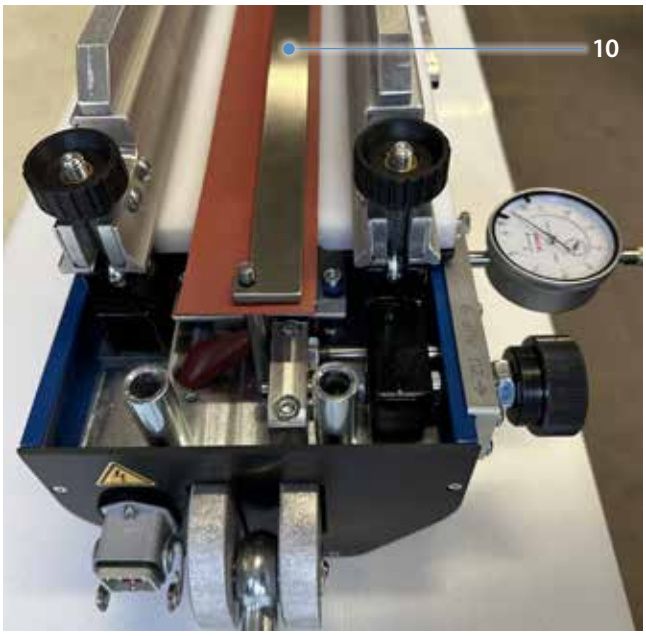

Fig. 4.2.4
– Adjustment aid, (see fig. 4.2.4)
8. Use the adjustment aid (10) to adjust the first end of the belt. Position the adjustment aid based on the perforations. (Fig. 4.2.4)